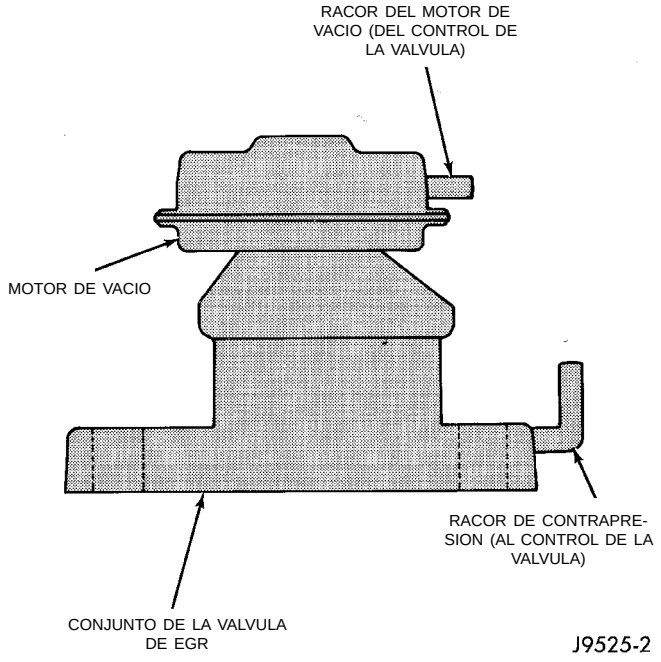

Fig. 4 Válvula de EGR característica
(1) Todos los motores tienen instalados dos racores localizados en la válvula de EGR (Fig. 4). El racor superior (localizado en el motor de vacío) suministra vacío del motor a un diafragma interno de la válvula de EGR para permitir el funcionamiento de la válvula. El racor inferior (localizado en la base de la válvula de EGR) se utiliza para suministrar contrapresión de escape al control de la válvula de EGR.
(2) Desconecte la manguera de goma en el racor de vacío del motor (Fig. 4) de la parte superior del motor de vacío de la válvula de EGR.
(3) Conecte una bomba de vacío manual a este racor.
(4) Ponga el motor en marcha.
(5) Aplique lentamente 5 pulgadas de vacío al racor del motor de la válvula de EGR.
(6) Mientras aplica vacío, un mínimo de 3 pulgadas y con el motor en funcionamiento a velocidad de ralentí, la velocidad de ralentí debe caer o el motor podría calarse si el vacío se aplica rápidamente. Esto indica que el gas del escape circula por el tubo de EGR entre los tubos múltiples de admisión y escape.
(7) Si la velocidad del motor no cambió, significa que la válvula de EGR puede estar defectuosa o que el tubo de EGR o los conductos de los tubos múltiples de admisión y escape pueden estar tapados con carbón.